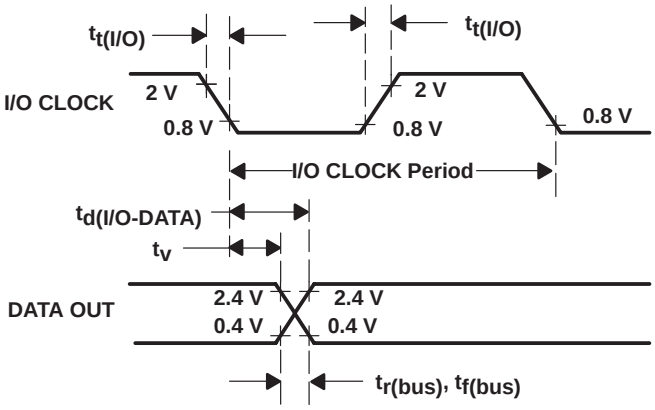

**Figure 7. I/O CLOCK and DATA OUT Voltage Waveforms**
| Transition time, I/O CLOCK, $t_{t(I/O)}$ (see Note 4 and Figure 7) | | | | 1 | µs |
| $t_v$ | Valid time, DATA OUT remains valid after I/O CLOCK↓ | See Figure 7 | 10 | | | ns |
| $t_{d(I/O-DATA)}$ | Delay time, I/O CLOCK↓ to DATA OUT valid | See Figure 7 | | | 250 | ns |
| $t_{r(bus)}$ | Rise time, data bus | See Figure 7 | | 15 | 50 | ns |
| $t_{f(bus)}$ | Fall time, data bus | See Figure 7 | | 15 | 50 | ns |
10. I/O CLOCK period = 1/(I/O CLOCK frequency) (see Figure 7).